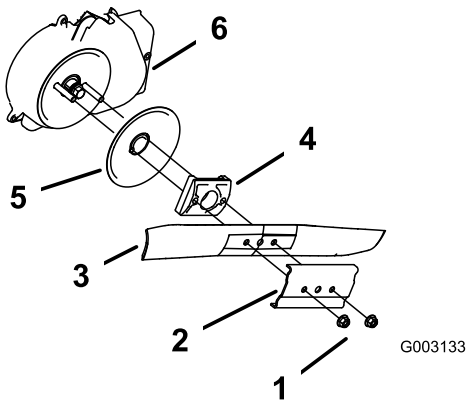

Figure 31
3. Retirez les 2 écrous de la lame et le renfort (Figure 31).
4. Déposez la lame (Figure 31).
5. Déposez le dispositif d'entraînement de la lame et le disque (Figure 31).
6. Déposez la protection du débrayage du frein de lame (Figure 31).
10. Reposez la lame et le renfort déposés précédemment (Figure 31).